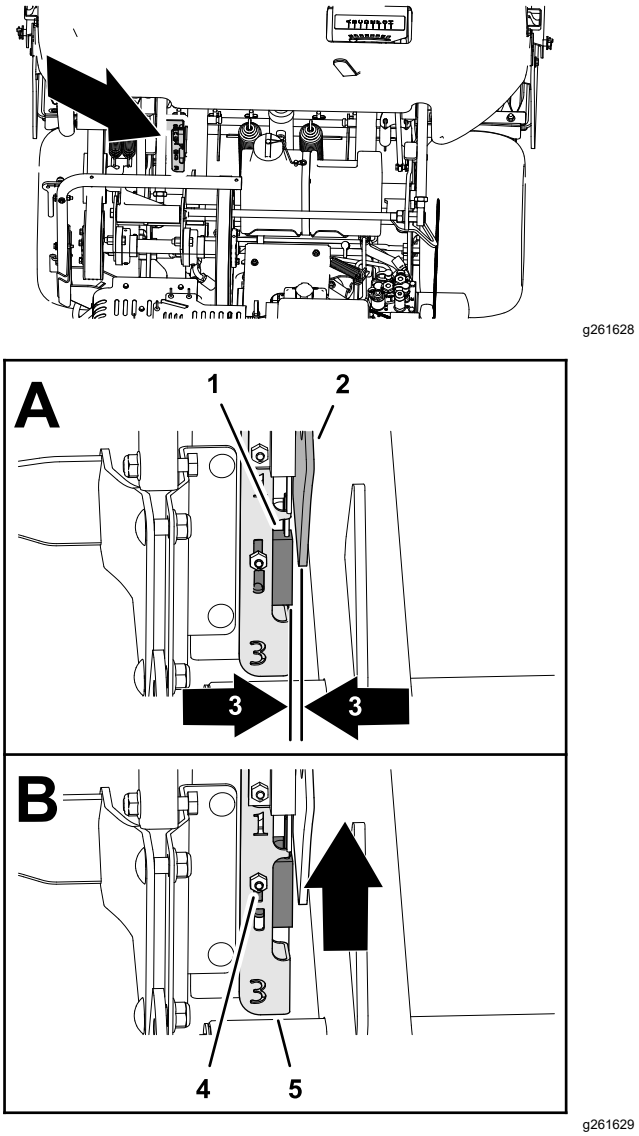

Figure 34
2. Verify that the proximity-switch assembly (outboard of the H-frame) is no more than 1.5 mm (0.06 inches) from the target plate (Figure 34).
4. If needed, loosen the locknut and carriage bolt that secure the switch mounting plate and lift it to the highest position and secure the mounting plate (Figure 34).
5. Tighten the locknut (Figure 34).